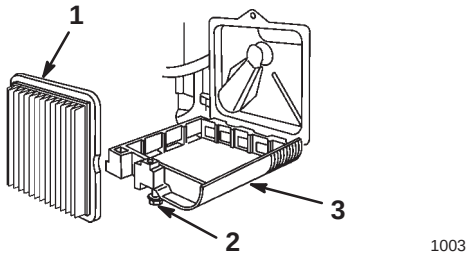

Figur 16
3. Lossa skruven som håller fast luftrenarkåpan (figur 16).
4. Luta kåpan nedåt och rengör den noggrant (figur 16).
5. Tag bort pappersluftfiltret och kassera det (figur 16).
6. Montera ett nytt pappersluftfilter (figur 16).